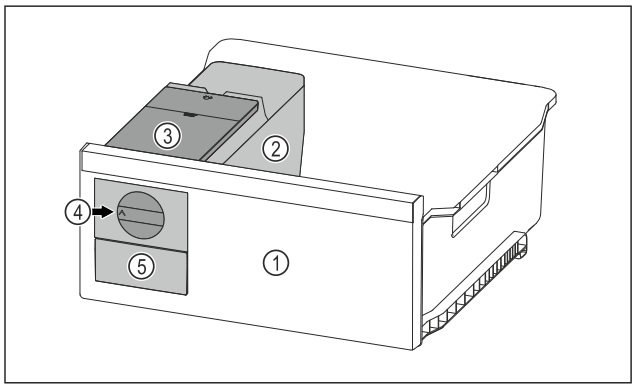

Fig. 128 Reprezentare exemplificatoare
▶ Rotiți butonul rotativ *Fig. 128 (4)* în sens orar până la opritor.
▷ Cuburi de gheață cad din tava pentru cuburi de gheață în sertarul pentru cuburi de gheață *Fig. 128 (5)*.